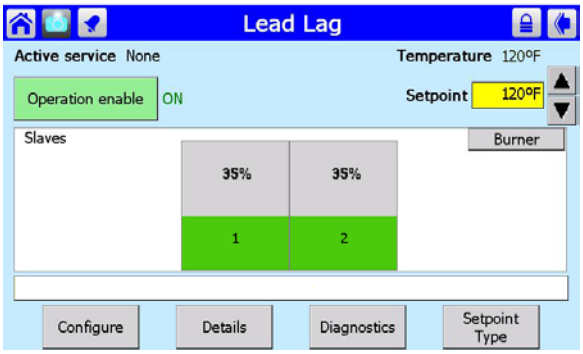

Fig. 81 – Lead/Lag Master Screen
1. From the 'home' screen (Fig. 80), press the Lead Lag Master button. Figure 81 shows the screen that follows.